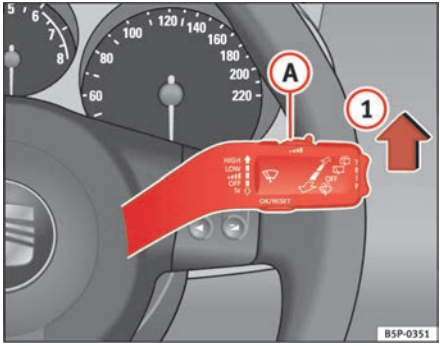

Fig. 84 Windscreen wiper lever
– Move the windscreen wiper lever into position (1) ⇒ page 121, fig. 84.
– Move the control (A) to the left or right to set the sensitivity of the rain sensor. Control to the right: highly sensitive. Control to the left: less sensitive.